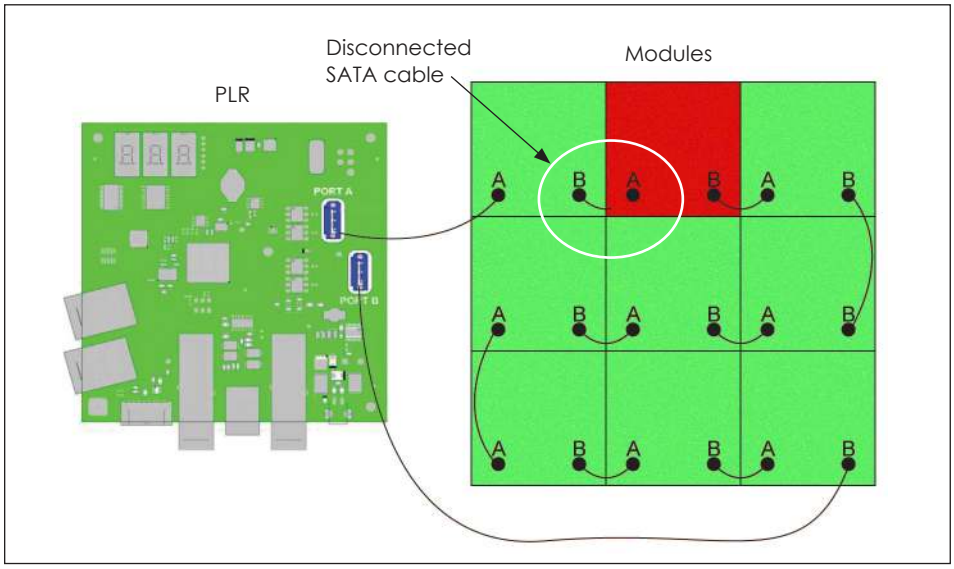

Figure 77: *ProLink 5 Failure from Port A*
- **Module - Port A Health** - This tests the ProLink 5 connections via SATA Port A on the modules. If the SATA cable coming from Port A on a module is disconnected, the modules that do not have a connection to Port A turn red. If the module has proper connection and communication via Port A, the modules turn green. Refer to **Figure 77**.